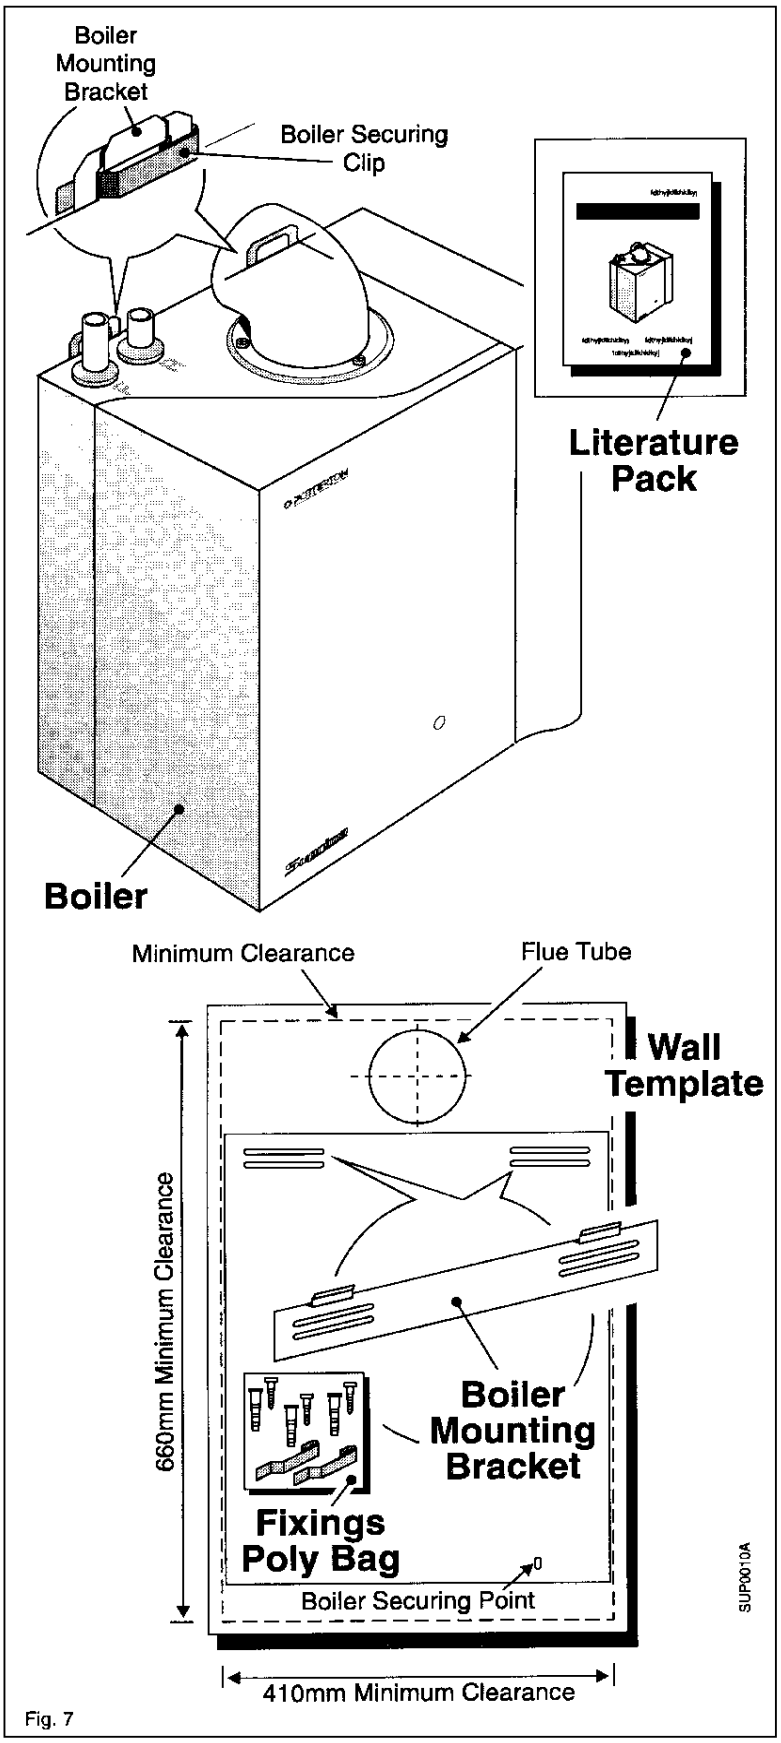

Fig. 7
10. Lift the boiler onto the mounting bracket, slide both boiler securing clips over the mounting bracket (this prevents the boiler from being accidently lifted off the the mounting bracket), see fig.7.